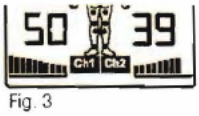

Fig. 3
• Using the INTENSITY SETTING buttons, select the desired impulse intensity. The impulse intensity display is adjusted accordingly (Fig. 3). The impulse intensity of Ch1 and Ch2 can be set individually.